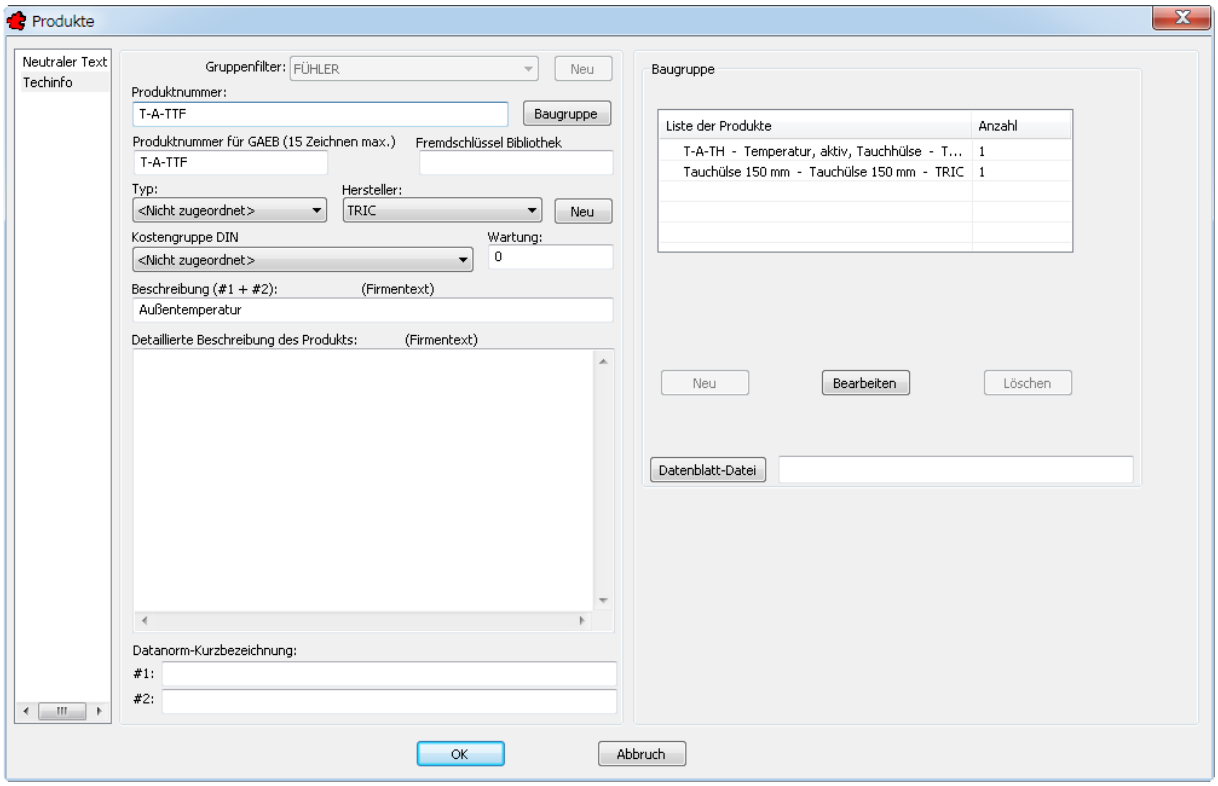

Bild 36.18 – Das fertige Produkt als Baugruppe
- Bestätigen Sie das Dialogfeld *Bearbeiten*, so kehren Sie ins Dialogfeld *Produkte* zurück. In der Rubrik *Techinfo* finden Sie nun die beiden Einzelprodukte, zusammengefasst als Baugruppe (Abb. 36.18).